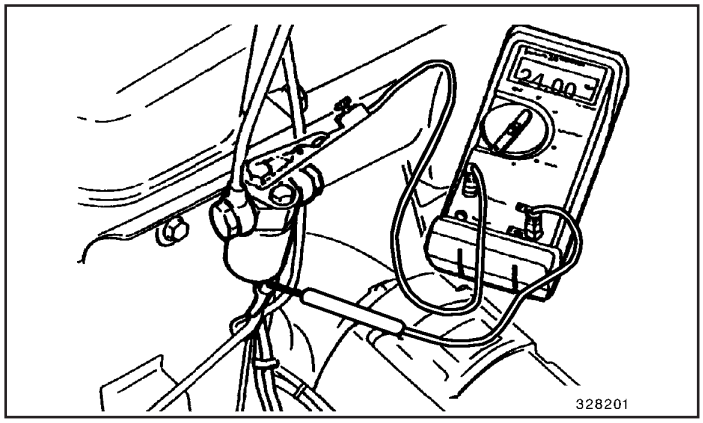

Fig.2
2. Verificação com um multímetro (Fig. 2)